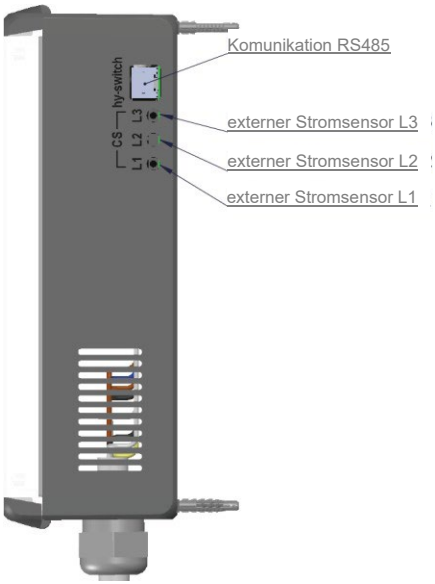

Abb. 10: Externe Anschlüsse der Komponente für die externen Stromsensoren (Klinkenstecker) und das Kommunikationskabel (RJ45)
8. Sofern sie externe Stromsensoren nutzen möchten, installieren sie diese und verbinden sie die Kabel mit den seitlichen Anschlüssen CS: L1, L2, L3 (siehe Abb. 10).